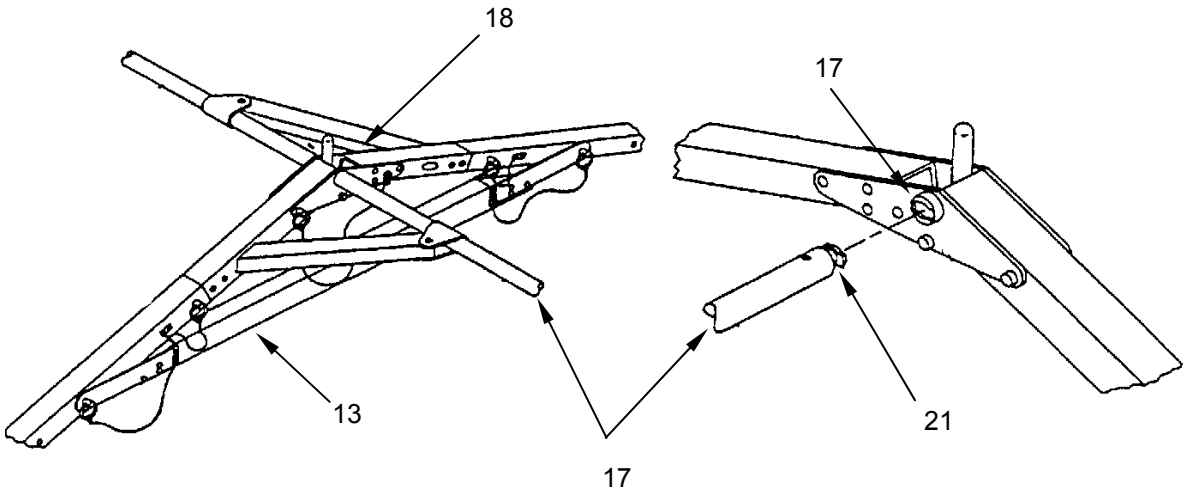

Figure 7. Purlin Assembly Detail.
3. Install round purlin **(Figure 7, Item 17)** at ridge **(Figure 7, Item 18)**.
4. Identify end fitting **(Figure 7, Item 21)** on each end of purlin **(Figure 7, Item 17)**.
5. Fit end fitting **(Figure 7, Item 21)** in each arch assembly boss **(Figure 7, Item 22)** simultaneously.
6. Rotate purlin **(Figure 7, Item 17)** 90° so that end fittings **(Figure 7, Item 21)** lock into boss **(Figure 7, Item 22)** at each arch assembly **(Figure 7, Item 13)**.